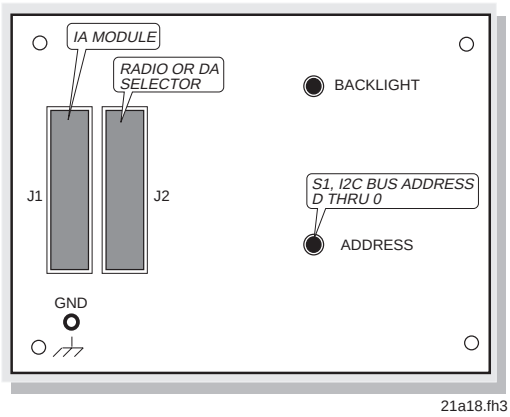

***Figure 5-88. Radio Selector Rear Panel***
- Radio Selector (**Figure 5-88**)